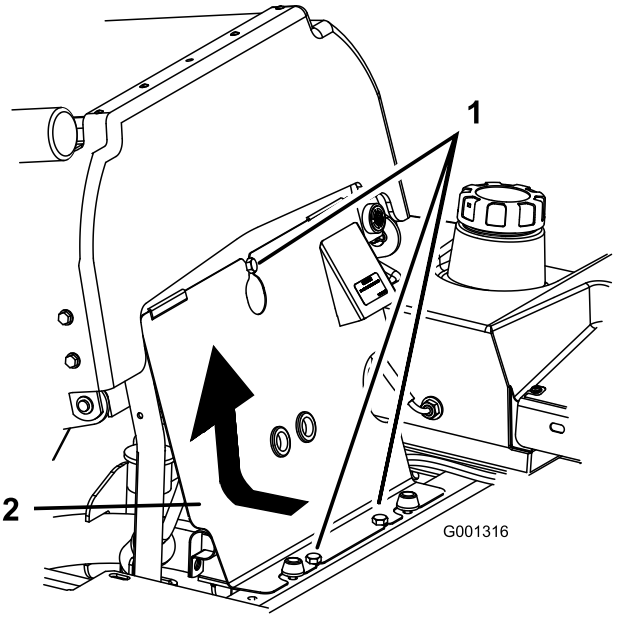

Figur 61
3. Tippa sätet framåt, lossa bultarna och demontera den främre motorkåpan (Figur 61).